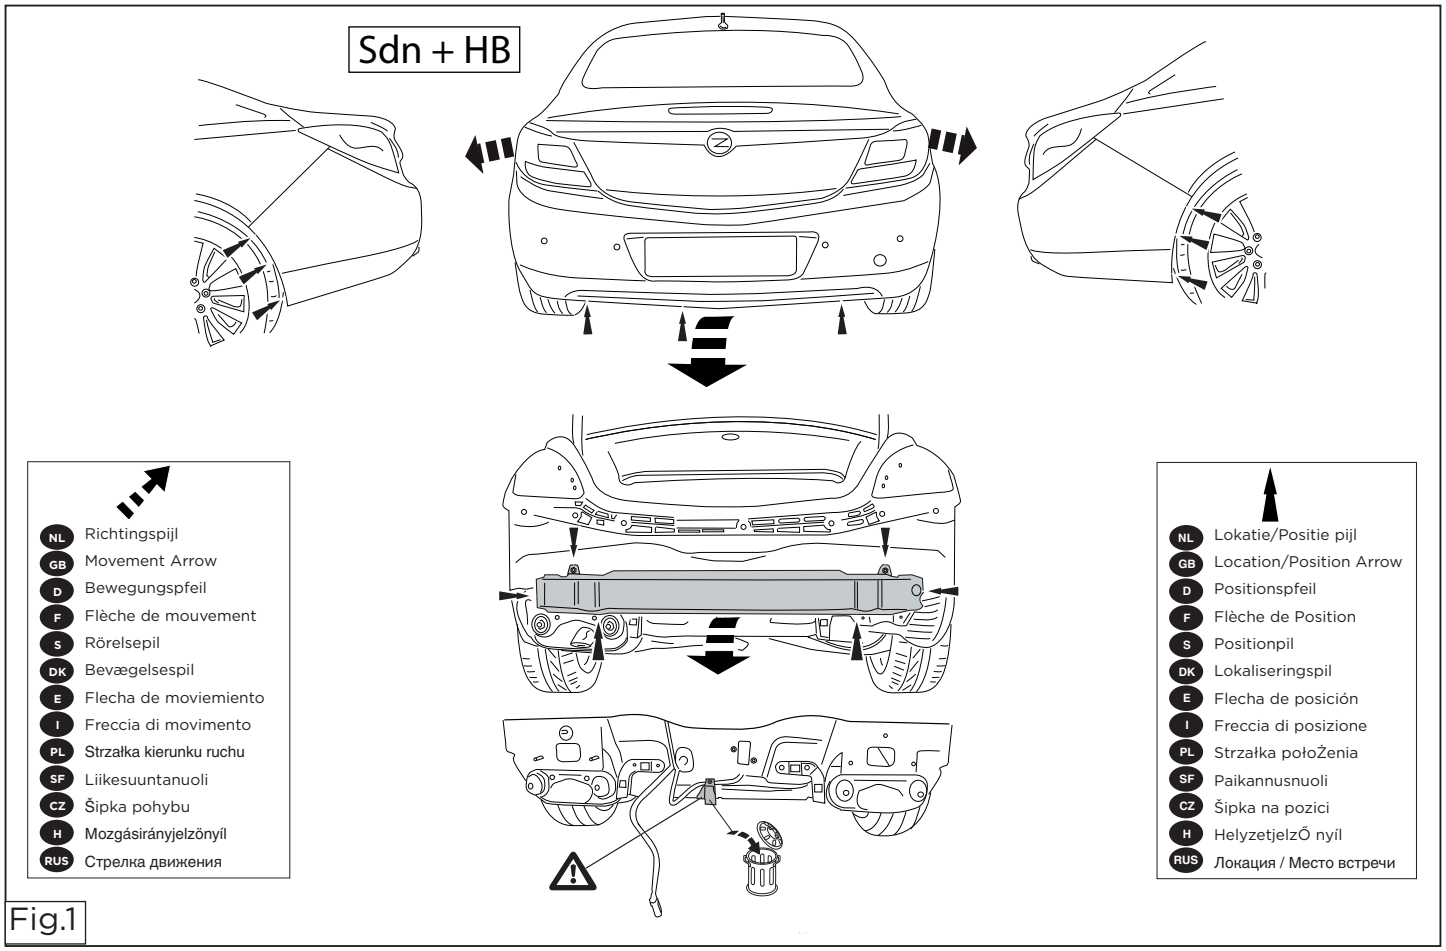

Fig.1
2. Demonter kofangeren, inklusive køretøjets stålstødbjælke. Denne bliver overflødig. Se fig. 1 + 1a.
2. Снять бампер вместе со стальным буферным брусом автомобиля буферный брус больше не понадобится. См. рисунок 1 + 1a.
2. Zdemontować z pojazdu zderzak wraz ze stalową belką zderzakową, belka zderzakowa nie będzie ponownie używana. Patrz rysunek 1 + 1a.